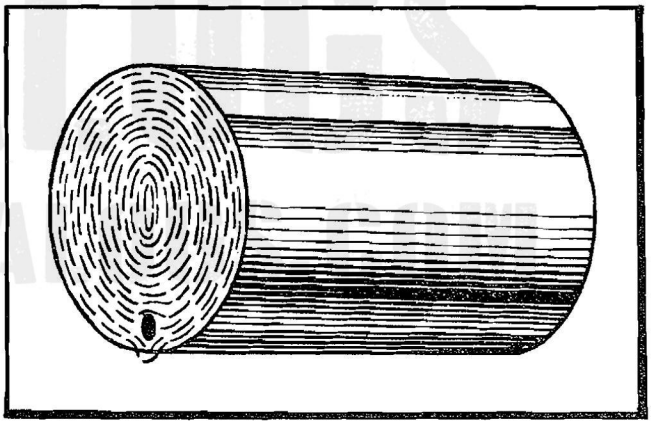

Figure 117—Sketch Showing Sub Surface Defect
(2) Flaws such as non-metallic inclusions or cracks, surface or sub-surface, in a magnetized part will cause local leakage fields. Refer to Figures 117 and 118. Minute particles of iron oxide, when applied to the part, will adhere to such vicinities. By the patterns so formed the inspector can determine the shape and extent of the defect.
(3) The proper use of the magnetic type inspection method and the correct interpretation of the results of its application are of utmost importance. An error in one or the other or both of these operations may result in wasteful scrapping of valuable material or in the ultimate failure of defective parts.